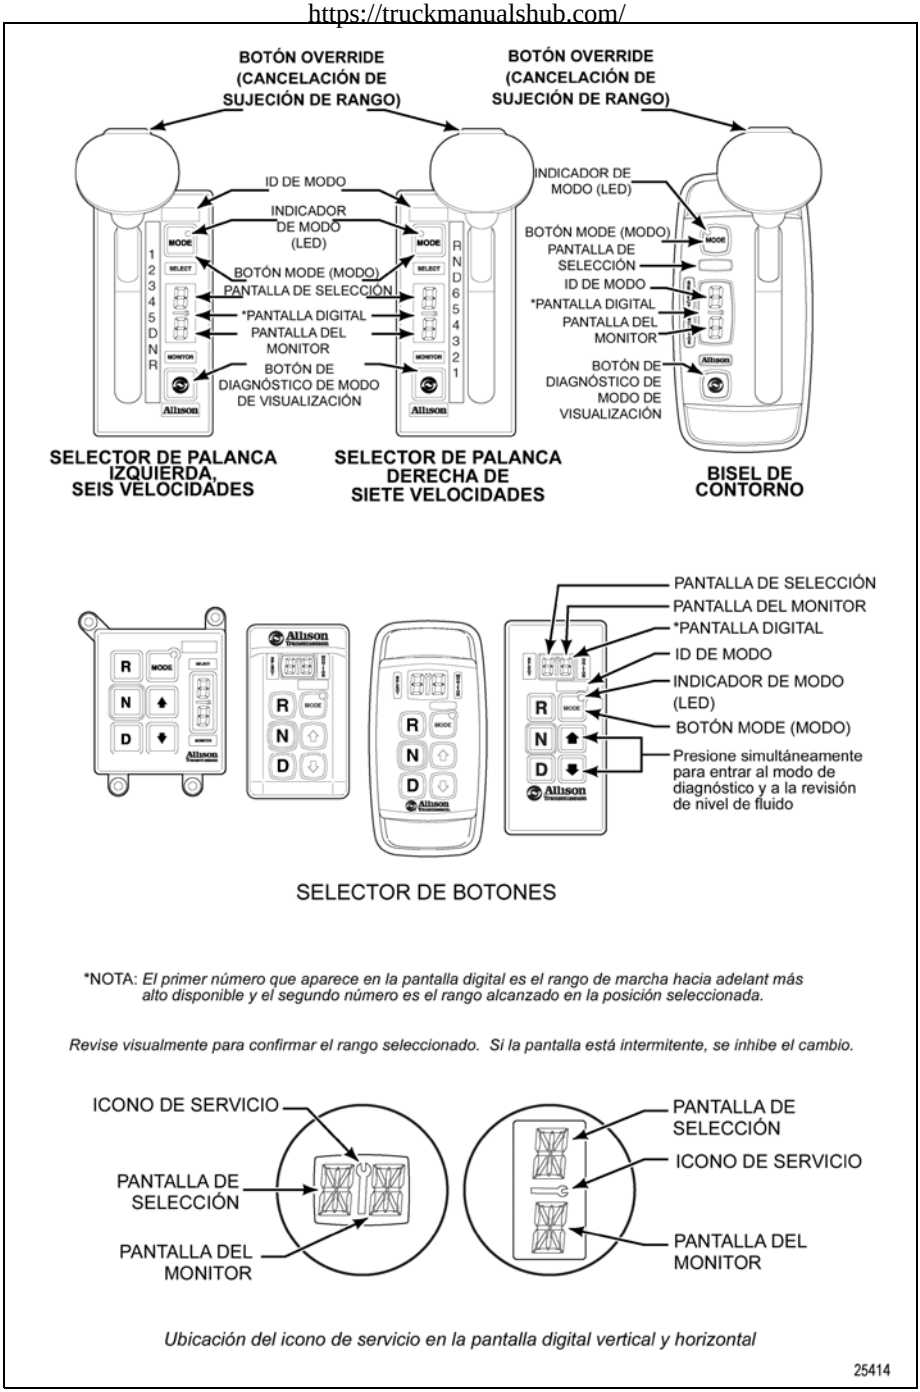

Figura 4–1. Selectores de cambio de pronósticos Allison de 4ta generación
Si su vehículo cuenta con Controles de Allison transmisión de 4ta generación con selector de cambios de Pronósticos, se utilizará un selector de cambios de botones o un selector de cambios de palanca. Los ejemplos de estos selectores de cambios se muestran en Figura 4–1. Algunos Fabricantes de equipo original (OEM) de vehículos pueden escoger utilizar sus propios selectores de cambios. Consulte el OEM del vehículo para obtener información sobre sus selectores, según sea necesario. Este Manual del operador únicamente proporciona información sobre los selectores de cambio Allison.
4.1.2 CÓMO USAR EL SELECTOR DE CAMBIOS DE PALANCA PARA SELECCIONAR EL RANGO. Si su vehículo cuenta con el selector de cambios de palanca, asegúrese de que el vehículo esté en **N** (Neutral) antes de arrancar el motor. El circuito de arranque en neutro no permitirá que el motor arranque si la palanca no está en **N** (Neutral). Para dirigirse al rango con el selector de cambios de palanca, presione el botón de cancelación de sujeción de rango para liberar la palanca de su posición de retén y mueva la palanca al rango que desea. Consulte Figura 4–1.
Descripción de rangos disponibles (consulte Figura 4–1)